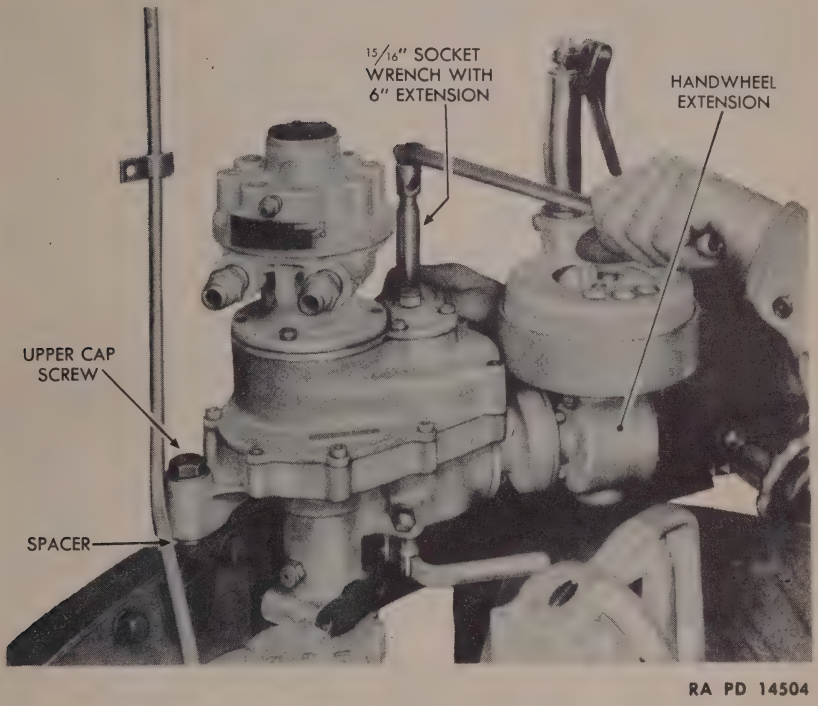

Figure 173—Removing Upper Cap Screws, Upper Assembly—Hydraulic Turret Traversing Mechanism
(4) REMOVE UPPER CAP SCREWS (fig. 173).